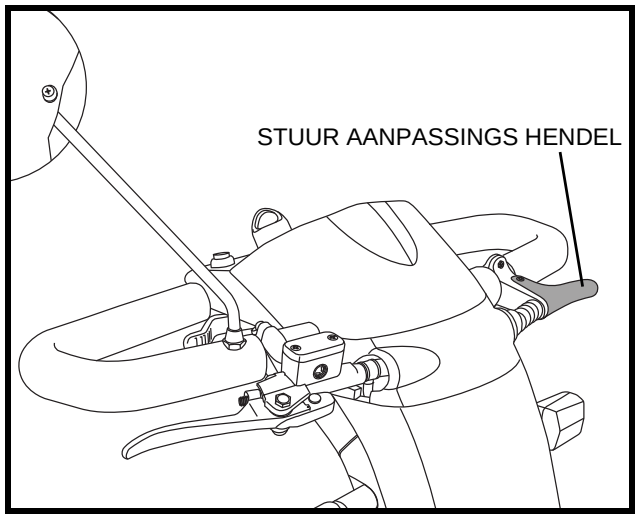

**Figuur 14. Verstelbare stuurkolom**
1. Druk de aanpasbare besturingshendel in. **Zie figuur 14**.